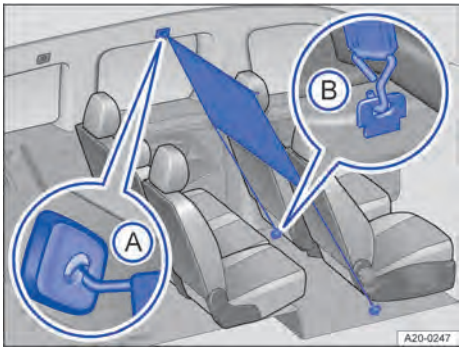
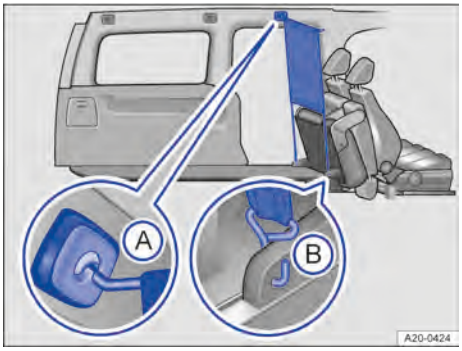

Bilde 133 Bak første seterad: Montert skillenett.
Bilde 134 Bak andre seterad som er vippet frem: Montert skillenett.
2. Hekt skillenettet inn i takfestet *foran til venstre* → Bilde 133 Ⓐ eller → Bilde 134 Ⓐ. Pass på at stangen trekkes ned fra den øverste posisjonen.
4. Hekt skillenettet inn i festet → Bilde 133 Ⓑ eller → Bilde 134 Ⓑ.